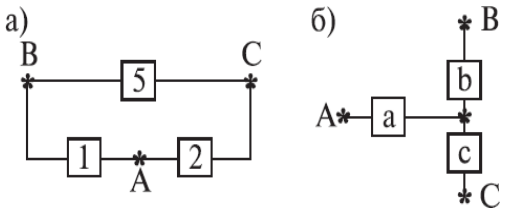

Рис. 1.
4. Определить вероятность безотказной работы устройства, структурная схема которого изображена на рис.1 (а, б), если известно, что вероятности безотказной работы каждого из элементов схемы равны 0,9, а вероятности отказов равны 0,1.